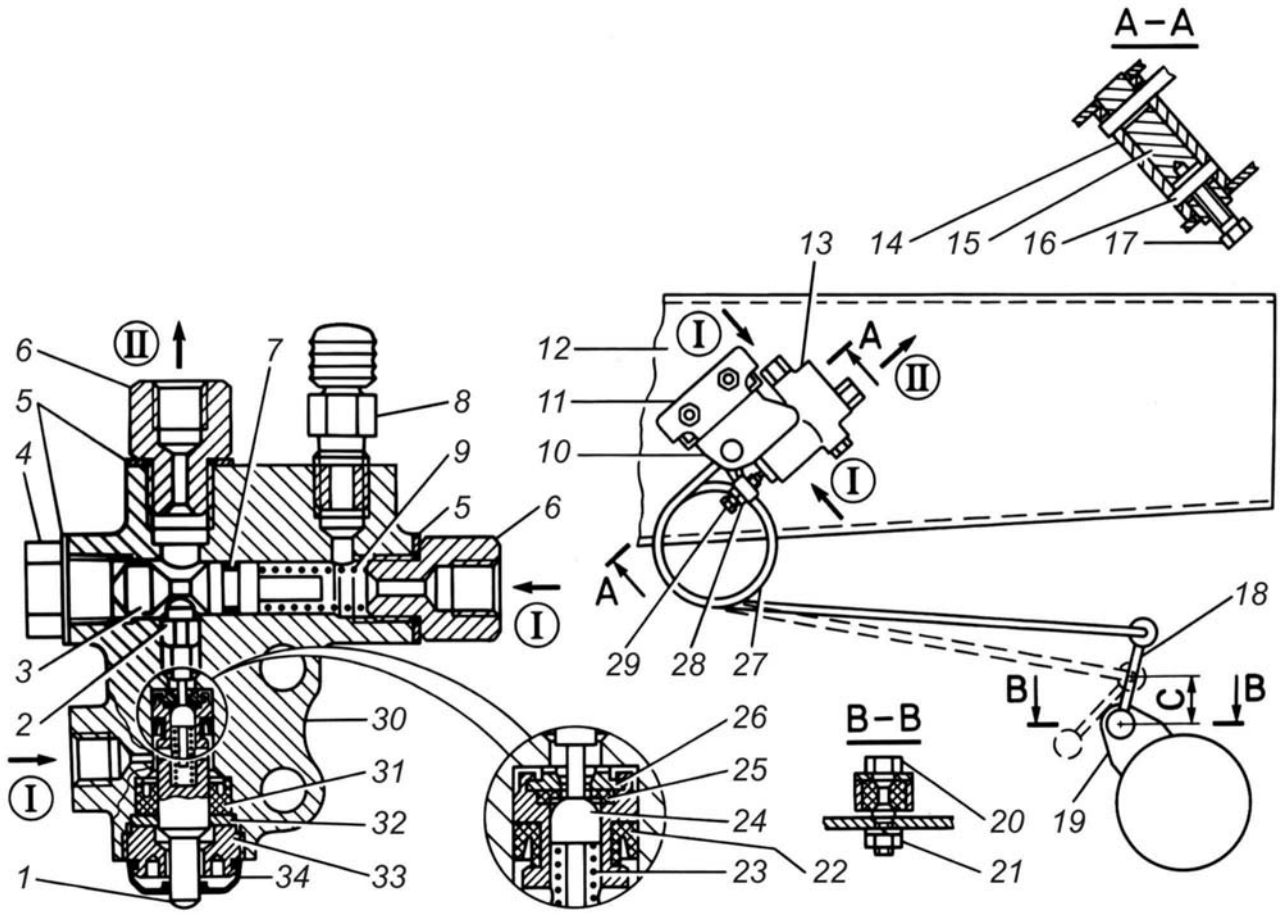

Рис. 9.7. **Регулятор давления:**
2. Отвернуть гайку 21 (рис. 9.7) оси 20 стойки регулятора и отсоединить нижний конец стойки 18 от кронштейна 19 моста.